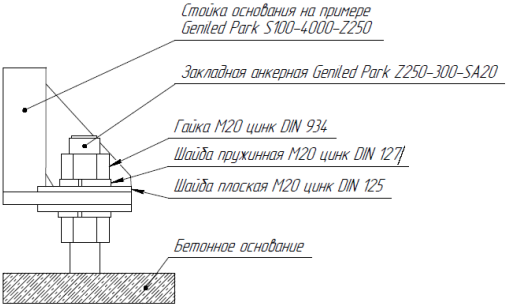

Рисунок 3. Узел крепления стойки на анкерную закладную
4.1. Закладные анкерные необходимо устанавливать на стилобат и заливать их бетоном. Крепление к ним осуществляется 4 комплектами крепежных элементов размера **M20:** 2 гайки, 2 шайбы, 2 гровера (см. рис.3).